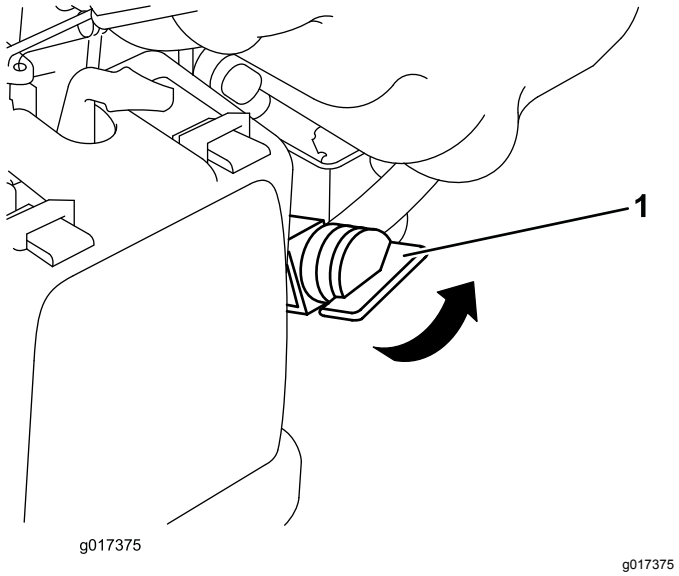

Figuur 12
2. Zet de brandstofafsluitklep in de AAN-stand (Figuur 12).